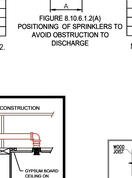

FIGURE 8.10.6.1.2(A) POSITIONING OF SPRINKLERS TO AVOID OBSTRUCTION TO DISCHARGE
NFPA 13 TABLE 8.10.6.1.2 = FIGURE 8.10.6.1.2 (A) RESIDENTIAL PENDENT AND UPRIGHT SPRAY SPRINKLERS